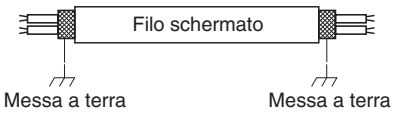

Fig. 4-6
(5) Usare fili schermati per i collegamenti fra unità (c) e mettere a terra la schermatura su ambedue i lati, altrimenti si avranno errori dovuti a rumore elettrico. (Fig. 4-6)